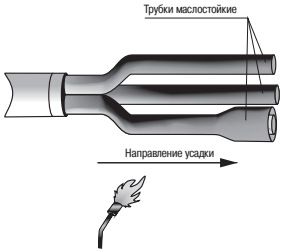

Рисунок 5
4.13 Надеть на жилы кабелей трубки маслостойкие (прозрачные) до упора в «корешок» разделки кабеля. При необходимости обрезать верхнюю часть трубок по длине жилы. Усадить каждую трубку равномерным прогревом пламенем горелки, начиная с «корешка» и далее, двигаясь к концу жилы (рисунок 5).